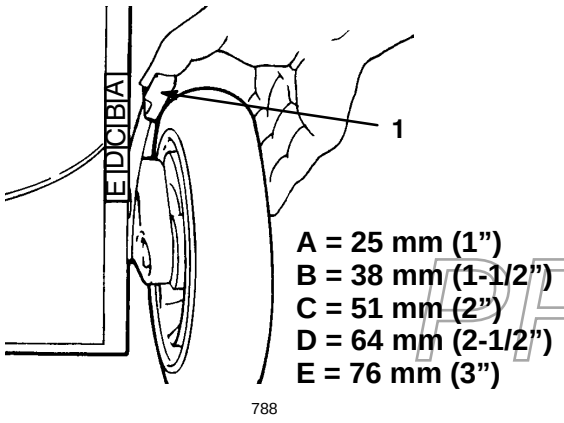

Afbeelding 16
3. Knijp de hendel voor de maaihoogte- instelling naar het wiel toe, en zet hem op de overeenkomstige letter op de maaikast (Afb. 16).